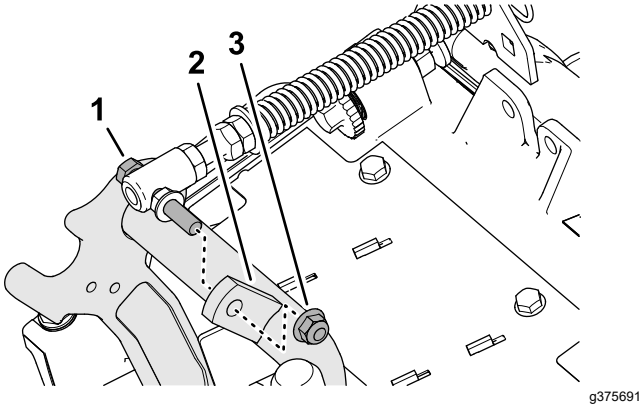

Figur 9
3. Fjern flangelåsemøtrikken (⅜"), der fastgør maskinskruen til græskompensatorfjederen til den højre tap på for bærerammen, og fjern kompensationsfjederen fra klippeenheden (Figur 9).